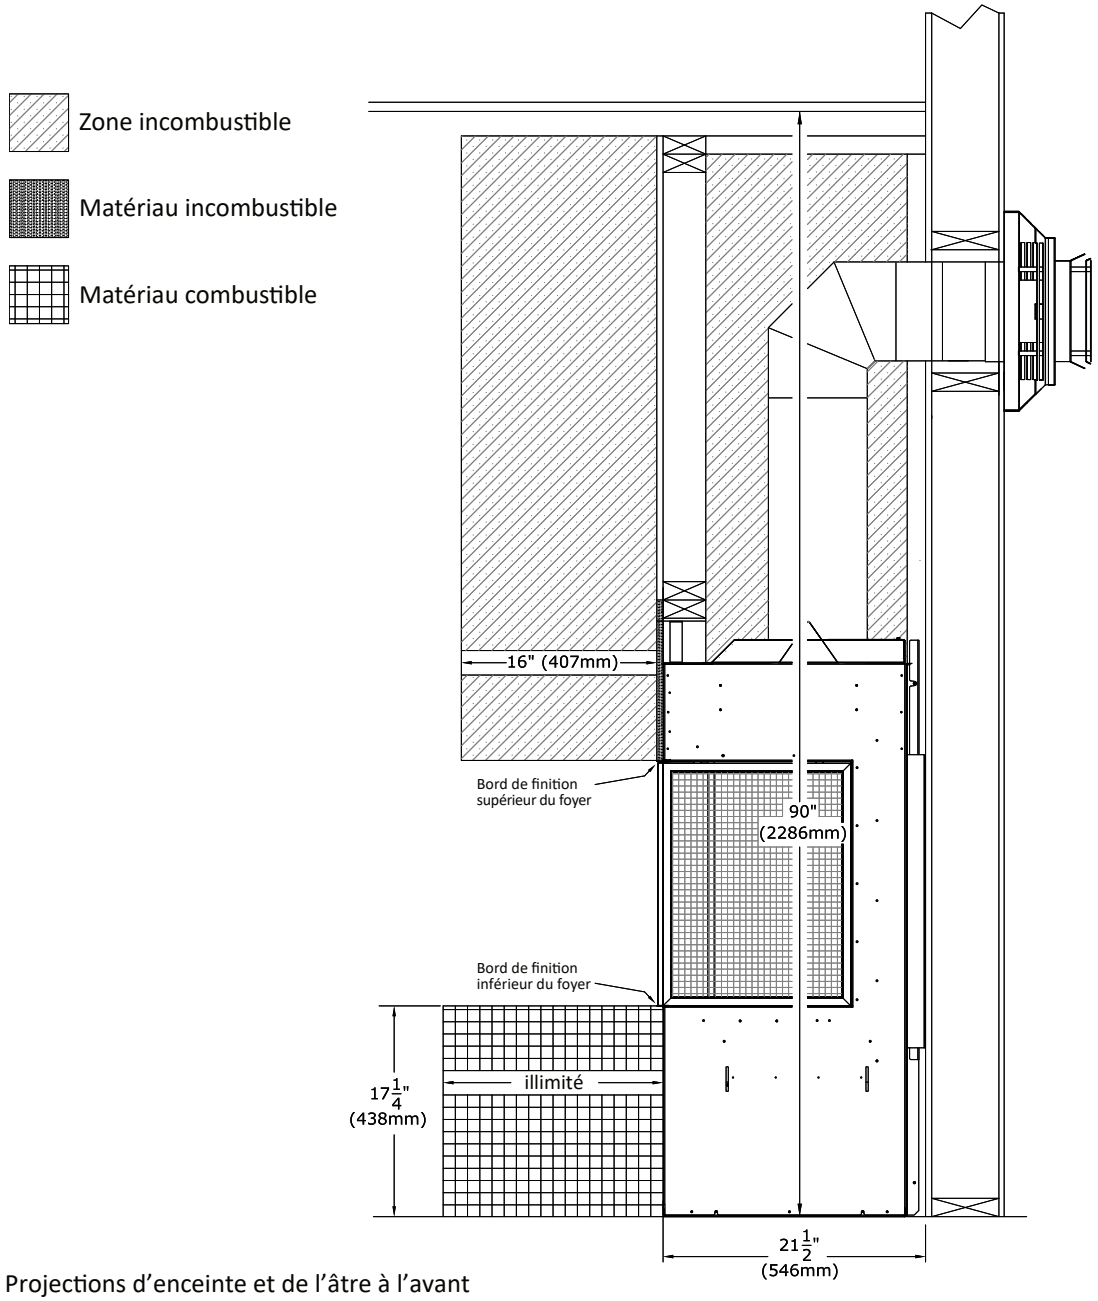

Figure 3.28 - Projections d'enceinte et de l'âtre à l'avant
- **Projection du manteau incombustible:** Un manteau incombustible ayant 16 po (406 mm) de projection maximum peut commencer à 0 po (0 mm) des bords de finition supérieurs et latéraux situés à l'avant et au coté du foyer. Voir les Figures 3.28 et 3.29.
- **Projection d'enceinte incombustible:** Une enceinte de foyer en matériaux incombustibles ayant une projection maximum de 16 po (406 mm) peut être installés à 0 po (0 mm) des bords de finition supérieurs et latéraux situés à l'avant et au coté du foyer. Voir les Figures 3.28 et 3.29.
La Figure 3.28 montre une projection d'enceinte incombustible de 16 po (406 mm) à l'avant avec cavité ventilée. L'ouverture de sortie d'air chaud au haut de l'enceinte du foyer doit maintenir les dimensions d'ouverture pour l'option de votre choix, pour toute l'enceinte et la projection d'enceinte du foyer. La projection de 16 po (406 mm) en matériau incombustible s'applique aussi à une projection aux côtés du foyer.